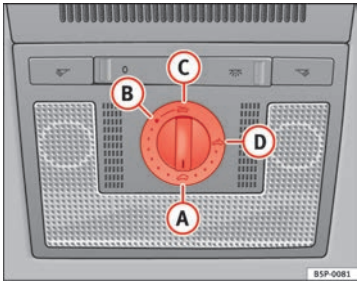

Fig. 70 Roof lining description: sliding/tilting sunroof rotary knob ▶
– Turn the rotary button to position (A) ⇒ Fig. 70 ⇒ ⚠.